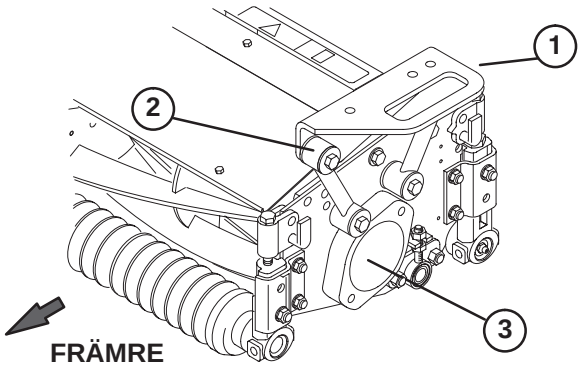

Figur 18
Observera: När lyftarmarna är helt upplyfta ska slangarna dras såsom visas i figur 18 och befinna sig på 1–3 mm avstånd från lyftarmen.
2. Placera en främre bärram (fig. 16) på varje främre klippenhet. Passa in monteringshålen med monteringslänkarna såsom visas i figur 18.
3. Placera den bakre bärramen (fig. 17) på den bakre klippenheten samtidigt som du passar in monteringshålen med monteringslänkarna såsom visas i figur 18.
4. Fäst varje monteringslänk till bärramen med en huvudskruv (3/8 x–16 x 2–1/4 tum), två planbrickor och en låsmutter enligt figur 18. Placera en bricka på varje sida om länken vid montering. Dra åt till 42 Nm.